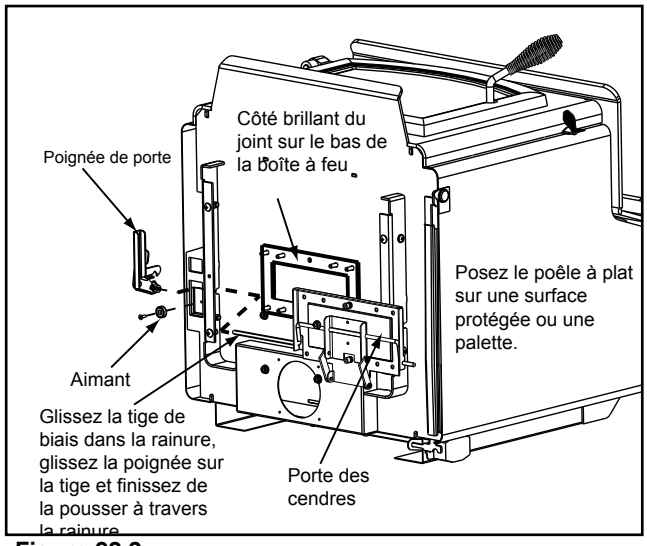

Figure 22.2
Il est important que le joint ne soit pas mis à l'envers car cela pourrait compromettre ses capacités d'étanchéité. Figure 22.2.
Glissez la porte à cendres sur les 8 vis sortant du fond du poêle. Fixez-la avec les écrous et rondelles fournis. **Figure 22.2.**
6. Installez l'aimant au moyen d'un tournevis à tête cruciforme. Cet aimant maintient la poignée de porte et la porte à cendres en position ouverte pendant l'évacuation des cendres dans le tiroir à cendres. **Figure 22.2.**
1. Suivez les étapes 1 à 6 à la **page 22.** Consultez également **les figures 22.2 et 22.3.**
1. Suivez les étapes 1 à 3 à la **page 22.** Consultez également **les figures 22.2 et 22.2.**